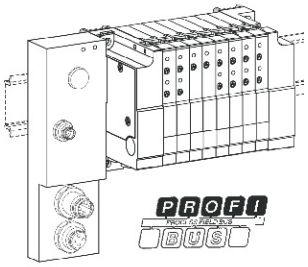

fig. 2
- **Protoloco PROFIBUS-DP** (Fig. 2)